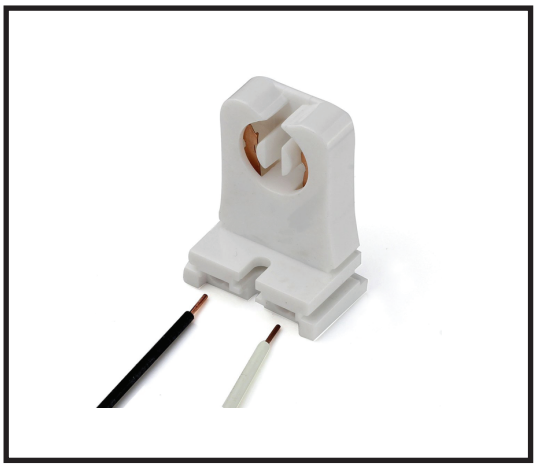

Fig. 3
8. Connect Live (L) and Neutral (N) from power source to non-shunted lamp holder input (See Fig. 3)